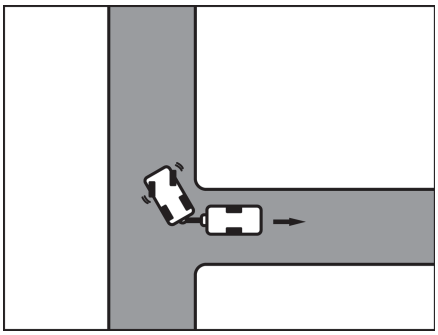

Fig. 11 Steer to the right
- Turn the steering wheel to the right and reverse with caution (Fig. 11).